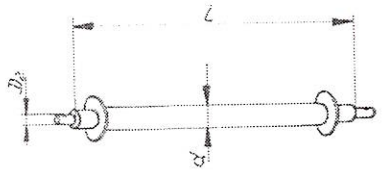

Rys. 8.
- Sprawdź, czy układ zawieszenia pługa jest tej samej kategorii co układ zawieszenia ciągnika (Rys. 8).